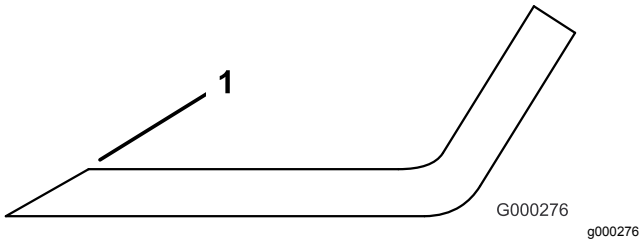

**Figuur 112**
3. Inspecteer de snijranden van alle messen en slijp de snijranden als deze bot zijn of bramen vertonen (Figuur 112).
**Opmerking:** Slijp alleen de bovenkant van de snijrand en behoud de oorspronkelijke snijhoek om te zorgen dat het mes scherp blijft (Figuur 112). Het mes zal in balans blijven als dezelfde hoeveelheid metaal aan beide snijranden wordt weggehaald.